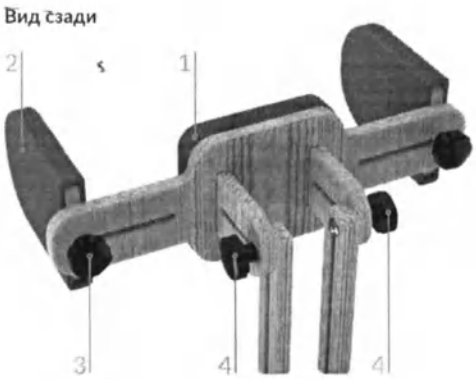

Рис. 7 – Регулировка подголовника
Подголовник (рис. 7)
1. Демонтируйте с опоры узел столика (1) руководствуясь описанием выше и рис. 7. Если ложе опоры необходимо перевести в промежуточное (не горизонтальное) положение, то допускается оставить узел столика на опоре.
2. Придерживая ложе опоры ослабьте барашки (2) и (3) с левой и с правой сторон опоры.
3. Ослабьте два барашка (4) на направляющей и переведите ложе в горизонтальное (или промежуточное) положение. При установке ложа в горизонтальное положение барашек (2) переместится в точку «А», а барашек (3) – в точку «Б». Зафиксируйте два барашка (4), а затем затяните барашки (2) и (3) в новых положениях.
4. При наличии блокируемой газовой пружины вместо шага 3 выполните следующие действия: нажмите педаль сзади опоры и одновременно установите ложе в горизонтальное (или промежуточное) положение, а затем – зафиксируйте результат, отпустив педаль. После этого затяните барашки (2) и (3) в новых положениях.